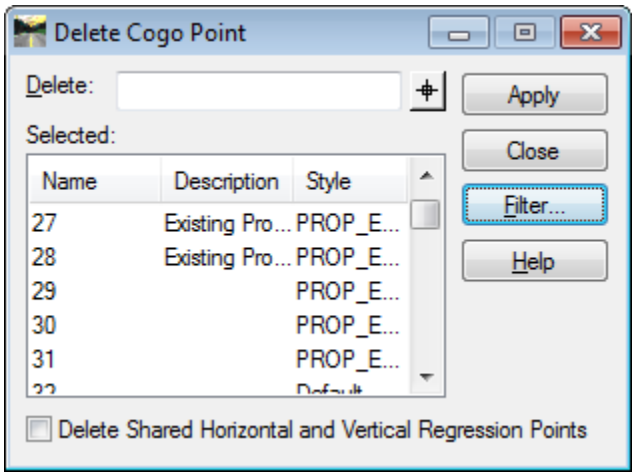

Figure L13-8 Delete Cogo Point
21.	• In the **Geometry Selection Filter** dialog, click the **Add ->** button. This will move the highlighted Points from the **Available:** field to the **Selected:** field. • Click **OK**. The selected Points are populated in the **Delete Cogo Point** dialog as shown in *Figure L13-8*.